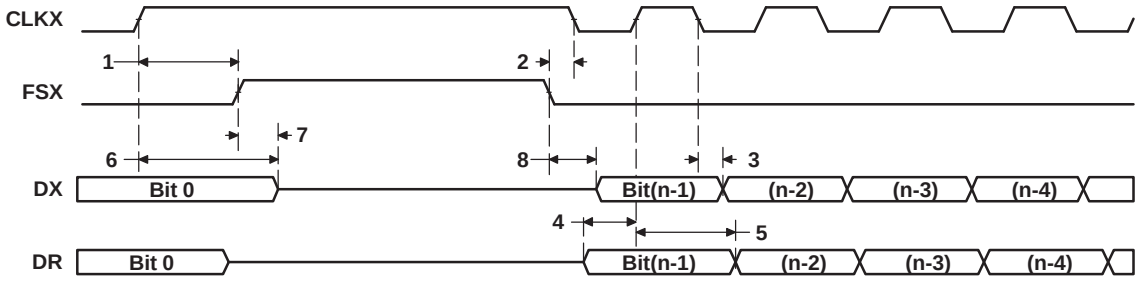

**Figure 6-38. McBSP Timing as SPI Master or Slave: CLKSTP = 10b, CLKXP = 1**
**Table 6-67. Timing Requirements for McBSP as SPI Master or Slave: CLKSTP = 10b, CLKXP = 1[1][2] (see Figure 6-38)**
(1) P = SYSCLK3 period in ns. For example, when running parts at 600 MHz, use P = 10 ns.
(2) For all SPI Slave modes, the rate of the internal clock CLKG must be at least 8 times faster than that of the SPI data rate. User should program sample rate generator to achieve maximum CLKG by setting CLKSM = CLKGDV = 1.
**Table 6-68. Switching Characteristics Over Recommended Operating Conditions for McBSP as SPI Master or Slave: CLKSTP = 10b, CLKXP = 1[1][2] (see Figure 6-38)**